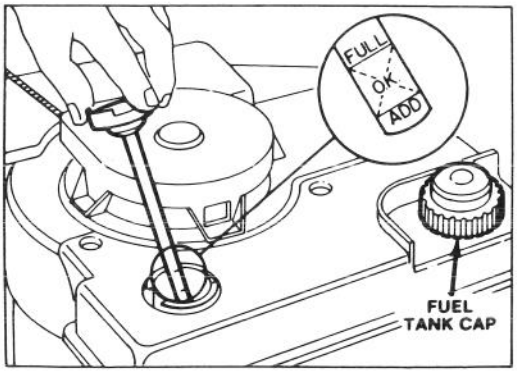

Figure 4
3. Wipe dipstick and insert it into filler neck. Rotate cap clockwise 1/4 turn. Then remove dipstick and check oil level of oil (Fig. 4). If level is low, add only enough to raise level to FULL mark on dipstick. DO NOT FILL ABOVE FULL MARK BECAUSE ENGINE COULD BE DAMAGED WHEN STARTED.
1. Clean around fuel tank cap and remove cap from tank (Fig. 4). Using unleaded gasoline, fill fuel tank to within 1/2 inch (13 mm) from top of tank.